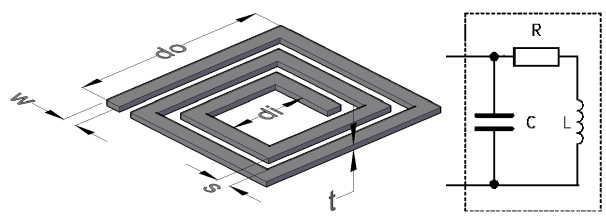

Fig. 3. (L) PSC physical characteristics, (R) the equivalent circuit
A. The very first step is defining the coil sizes (***d_{O1}*** and ***d_{O2}***) and the two resistors: the input resistor in signal generator (***R_{IN}***) and the transducer's normal resistor (***R_T***), as they are shown in Fig. 2. The Coil specifications and equivalent circuit are shown in Fig. 3. In all our designs designs they are considered as: ***R_T*** = 1 KΩ, ***R_{IN}*** = 50 Ω.